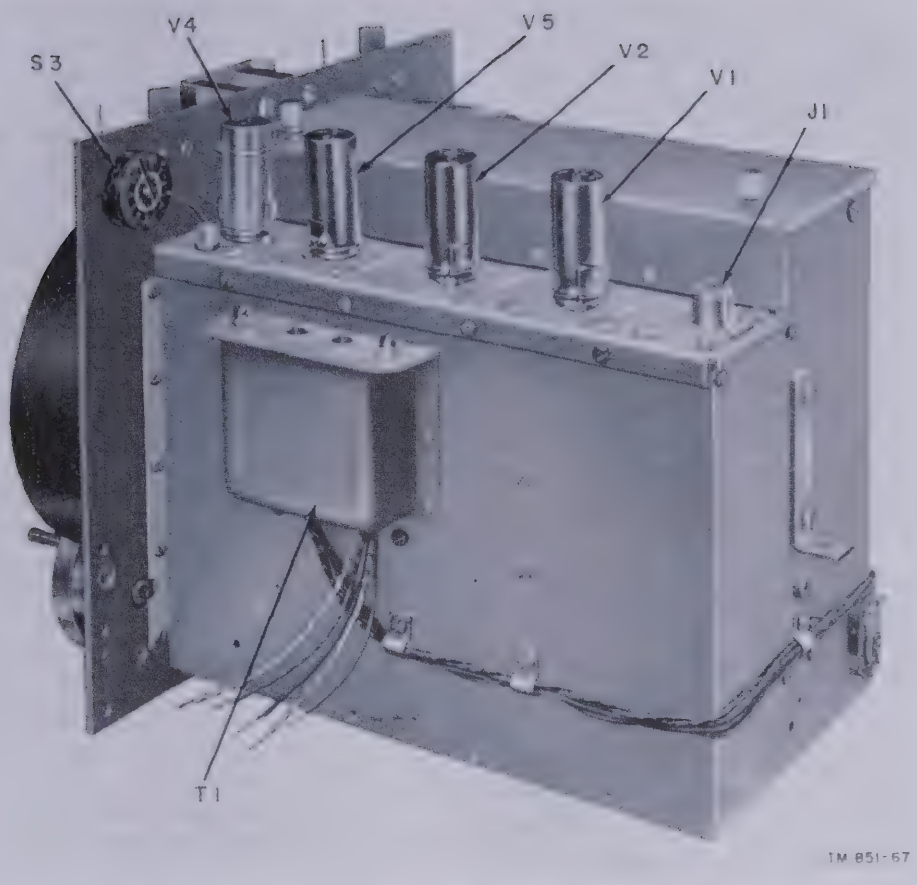

Figure 89. Radio receiver, all types, tuning unit assembly, ready for replacement, apart from switch S3 shield, as applicable.
a. Disassembly of Tuning Unit Assembly (fig. 89).
(1) Remove the radio receiver cabinet, or top cover and bottom plate, as applicable, from the receiver chassis and panel assembly.
(2) Remove the front panel control knobs, the front panel assembly (par. 90g), and the frequency control unit switch arm and eccentric drive assembly in Radio Receivers R–274A/FRR and R–274C/FRR.
(3) Strip the main dial indicator and mounting, and both main and vernier dials from the receiver chassis and tuning unit assembly.